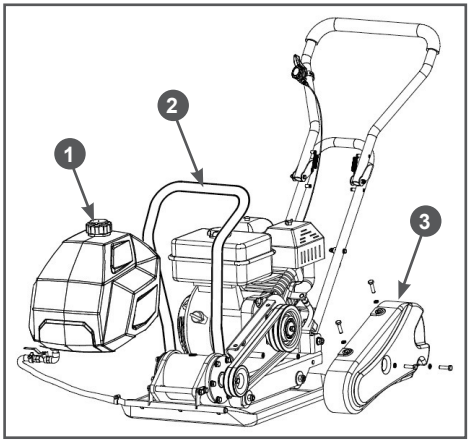

Рис. 25 Снятие бака для воды
— снимите бак 1 для воды с кронштейна 2 и отложите его в сторону (Рис. 25).
2. Снимите бак для воды и отложите его в сторону (Рис. 25).
3. Открутите болты крепления и снимите кронштейн бака с рамы виброплиты (Рис. 25).